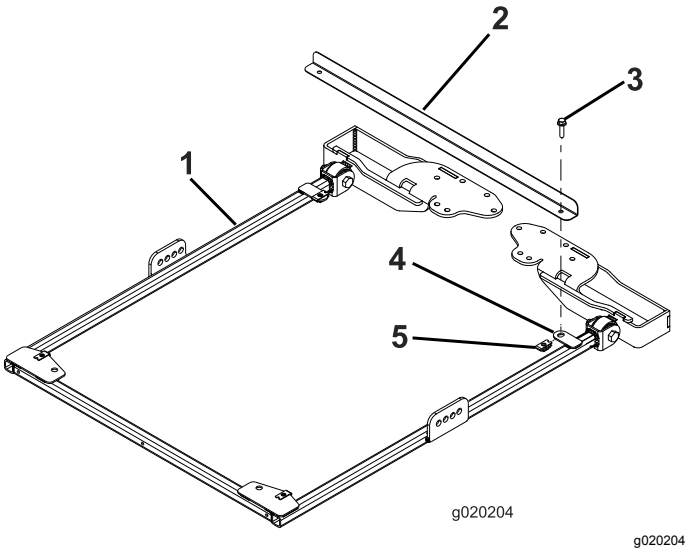

Figuur 34
1. Om het frame goed te kunnen uitlijnen, moet u de frame-uitlijningsbalk bevestigen aan de montagelippen achteraan het zonneschermframe. Gebruik hiervoor 2 flenskopbouten (5/16" x 1¼") zoals wordt afgebeeld in Figuur 34.